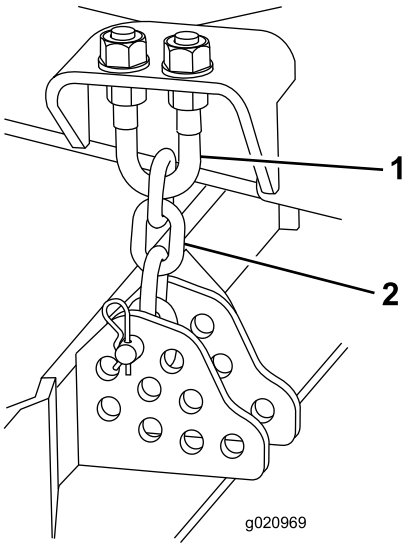

図 77
3. 刈高チェーンをカッティングユニット後部に固定しているヘアピンコッターとクレビスピンを取り外す図 77。